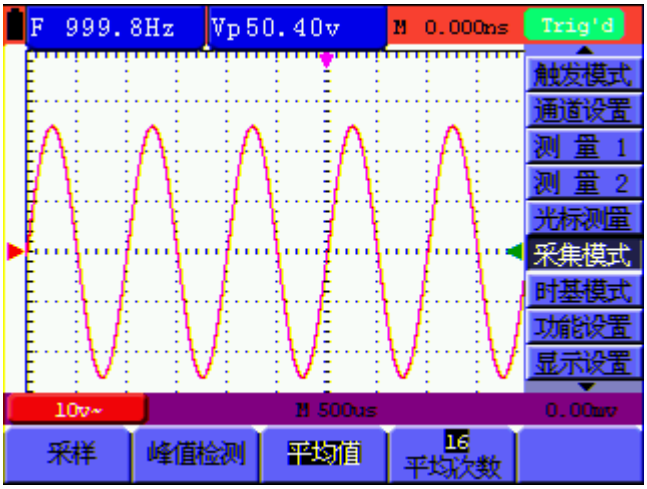

图 12：平均值采样方式
3. 按 **F3** 键，选择 **平均值**，再按 **F4** 键，选择 **平均次数 16**。这时会平均 16 次测量结果显示。见图 12：